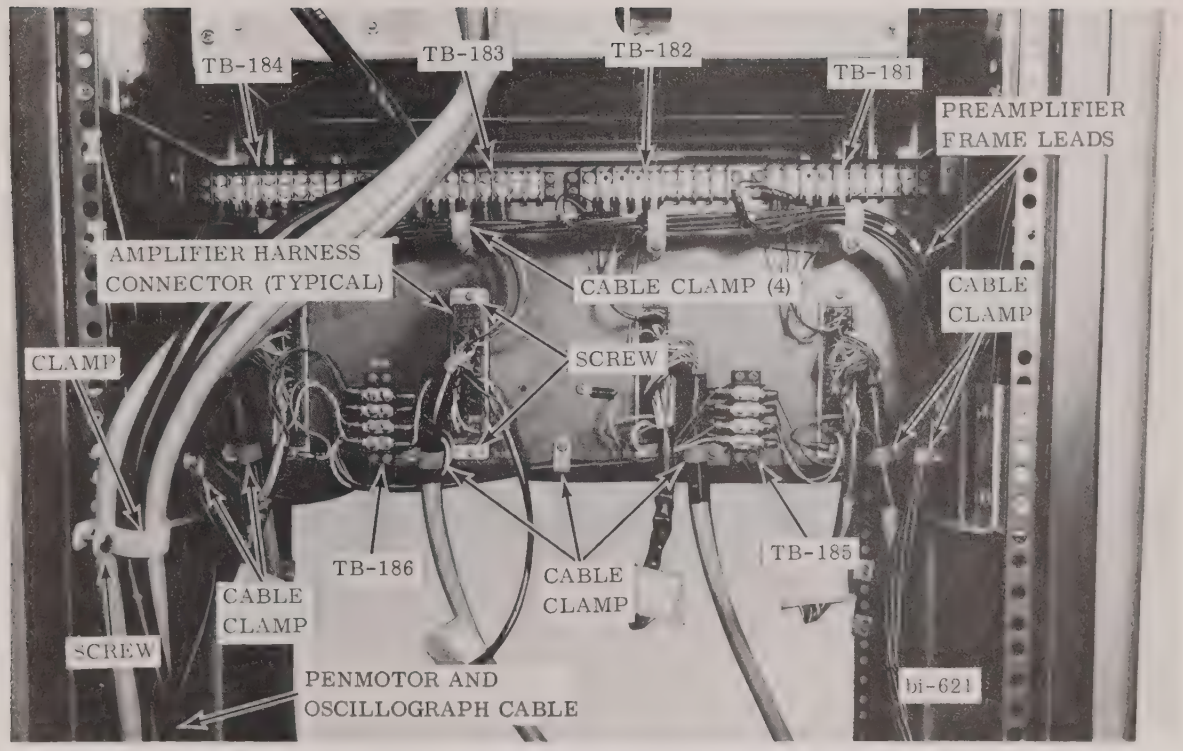

FIGURE 6-29 DRIVE AMPLIFIER FRAME — REAR VIEW
8. Disconnect all leads at terminals 1 thru 5 on appropriate terminal board (TB-181 thru TB-184) on rear of drive frame (Fig. 6-29).
10. Remove screw and disconnect cable clamp from hex spacer on appropriate channel (Fig. 6-29).